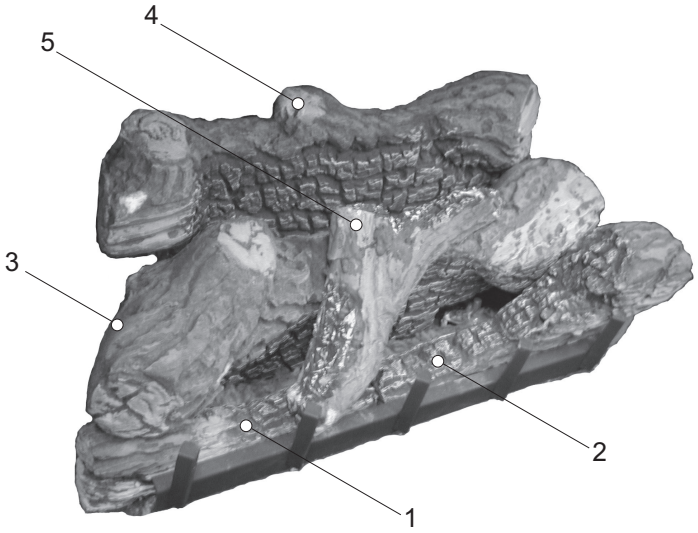
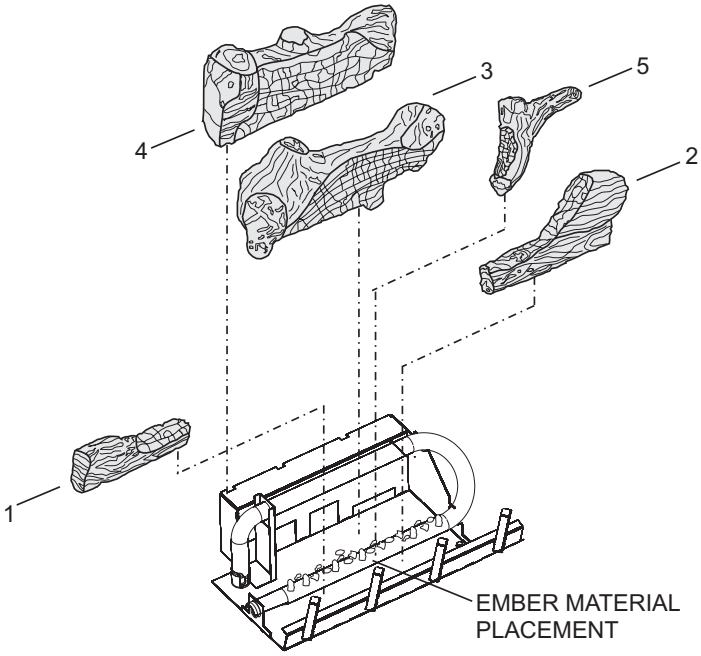

Figure 55
Figure 56
The positioning of the logs is critical to the safe and clean operation of this fireplace. Sooting and other problems may result if the logs are not properly and firmly positioned in the fireplace. Please refer to **Figure 55** and **Figure 56** and corresponding WARNING when completing following log placement instructions.
10. After all logs are positioned properly, apply Rockwool ember material to the front burner port area. To apply, carefully separate the ember material into small amounts no larger than "dime size" pieces. Fluffed up pieces one layer thick on top of the burner generally works best, and will provide the best ember glow. Do not place ember material more than one layer thick. No more than (1) small packet of ember material (part no. 15999) evenly placed on the burner, is recommended on DVD32 and DVD36 models. Using additional ember material will decrease the amount of ember glow effect. Extra ember material should be saved for future ember applications as necessary. See Figure 56.
Attention: Do not use Figure 55 or Figure 56 to order logs. Refer to parts list on pages 50 - 51 and parts view on page 52 to order logs and/or ember material for your appropriate fireplace model.